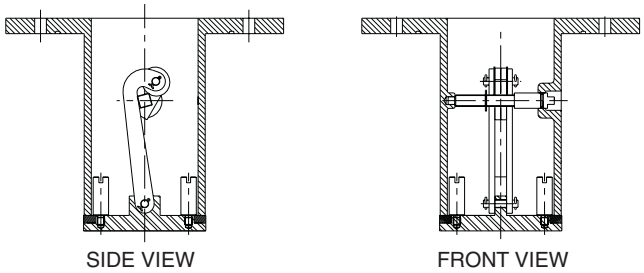

Fig. 30 — Suction Valve Detail
4. If factory-installed suction service valves are installed, open the suction service valves in each circuit. Service valve is located below the compressor in the cooler suction connection flange. To operate the valve, first remove the cap. Use a back-up wrench on the packing gland to prevent loosening while removing cap. Loosen the jam nut. Rotating the valve handle clockwise will close valve and counterclockwise will open valve. When closing the valve, the linkage arm must swing past center of the actuator shaft cam to seat and prevent accidental opening of the valve. Tighten the jam nut. See Fig. 30 and 31.